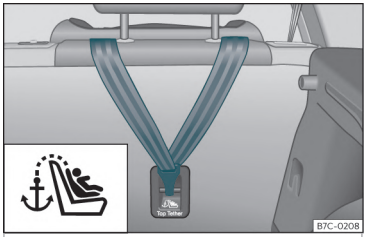

Fig. 28 Spătarul banchetei din spate: inelele de fixare Top Tether.
- Glisați chinga și asigurați-o corect pe elementele de ancorare de pe spătar››› **fig. 28** .